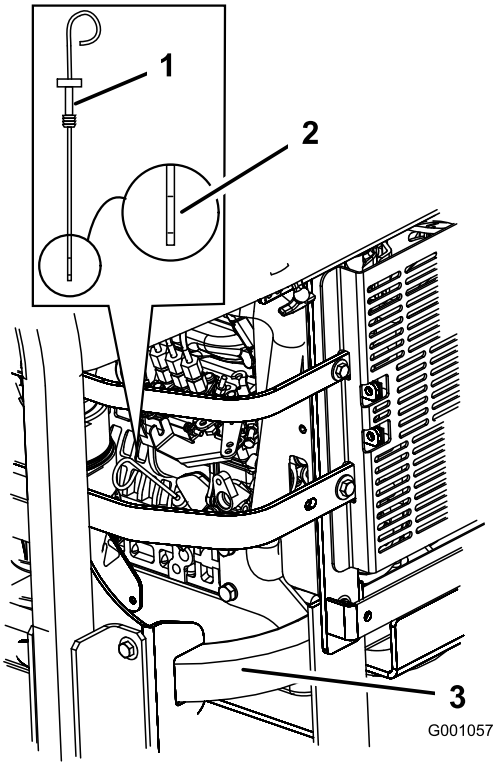

Rysunek 46
3. Oczyść obszar wokół wskaźnika poziomu oleju (Rysunek 46), aby zabrudzenia nie przedostały się do otworu napełniania i nie uszkodził silnika.
4. Wysuń wskaźnik poziomu oleju i oczyść metalową końcówkę (Rysunek 46).
5. Wsuń wskaźnik poziomu oleju do rurki wlewu do oporu. Wyciągnij wskaźnik poziomu i sprawdź metalową końcówkę (Rysunek 46). Jeżeli poziom oleju jest niski, powoli wlej taką ilość oleju do otworu napełniania, aby poziom oleju sięgnął oznaczenia maksymalnego napełnienia.